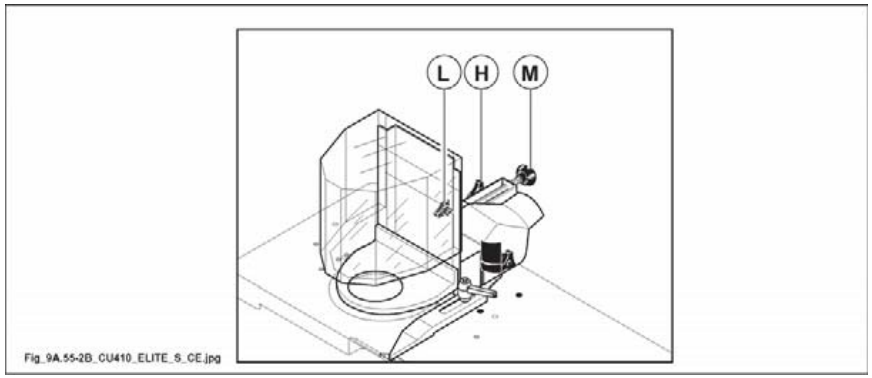

Abb. 9.55-2B
- die Knäufe (H Abb. 9.55-2B) und (L Abb. 9.55-2B) lockern und die Haube von Hand in die gewünschte Position schieben;
- den Knauf (H Abb. 9.55-2B) anziehen und mit dem Knauf (M Abb. 9.55-2B) die Feineinstellung vornehmen;
- dann den Knauf (L Abb. 9.55-2B) anziehen.